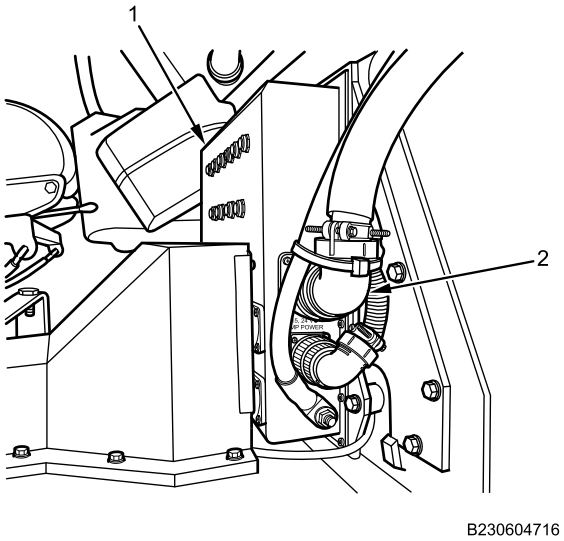

Figure 5. PDM Feed Wiring Harness Connector.
1. Position 24V wiring harness. Connect 24V PDM wiring harness (Figure 5, Item 2) to PDM (Figure 5, Item 1).